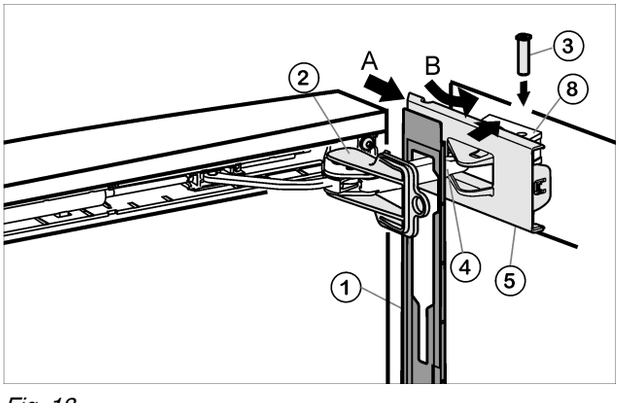

*Fig. 18*
▶ Suspenda el panel *Fig. 18 (1)* en el estribo del amortiguador *Fig. 18 (4)*, de modo que los ganchos de retención estén orientados hacia dentro y el lado delantero esté orientado hacia al aparato.
▶ Desplace la cubierta *Fig. 18 (5)* desde la parte exterior (A) y vírela a través de la pieza de cojinete *Fig. 18 (8)* (B).
▶ Coloque la cubierta *Fig. 18 (5)* y encájela hasta el primer enganche.
- ▶ Acerque el estribo del amortiguador *Fig. 18 (4)* a la pieza de cojinete e introduzca el perno *Fig. 18 (3)* desde arriba, de modo que el cuadrado esté en la parte hundida.
- ▶ Encaje ahora la cubierta *Fig. 18 (5)* por completo en la pieza de cojinete *Fig. 18 (8)*.
- ▶ Retire el seguro *Fig. 18 (2)* girándolo.
- ▶ Encaje el panel *Fig. 18 (1)* en la puerta.